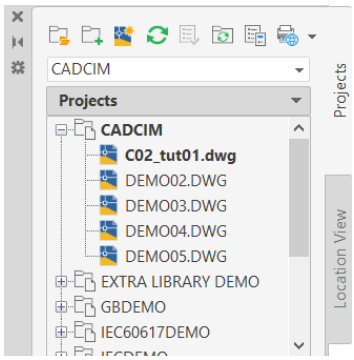

Figure 2-68 *The* ***PROJECT MANAGER*** *displaying the* ***CADCIM*** *project after removing the DEMO01.dwg drawing*
1. Right-click on the *DEMO01.dwg* drawing and then choose the **Remove** option from the shortcut menu displayed; the **PROJECT - Manager Remove Files** message box is displayed. Choose the **Yes** button in this message box; the *DEMO01.dwg* drawing is removed from the drawing list, see Figure 2-68.